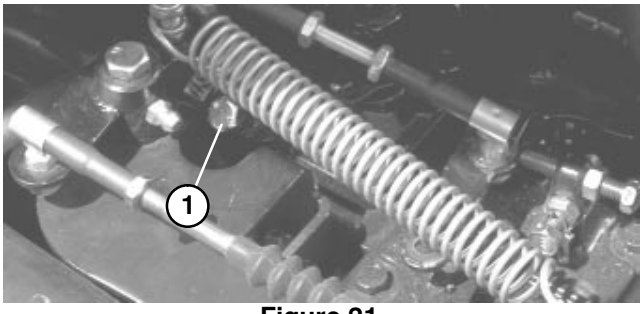

**Figure 21**
**4.** Open the air bleeder screw on the fuel injection pump (Fig. 21) with a 10 mm wrench.